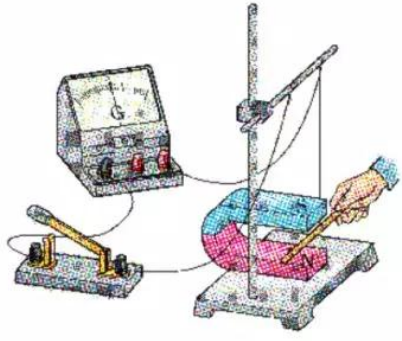

图 2-9　导体切割磁感线产生感应电流
3. 在图 2-9 所示的实验中，导体切割磁感线时也会产生感应电流。你能用产生感应电流的条件解释这个现象吗？